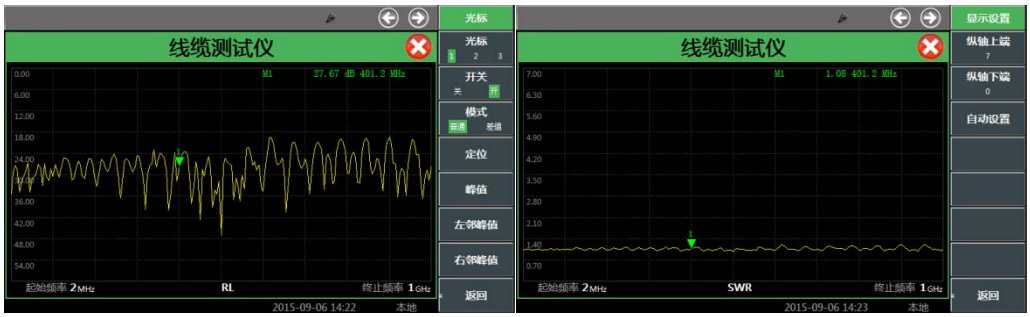

图 4.14　401.2MHz 下回波损耗和驻波比测试图
- 设置光标：选择右侧菜单[光标]软键，进入下一级菜单打开光标功能，便可查看该电缆在特定位置上的驻波比或者回波损耗情况。通过[开关]设置，可最多打开 3 个光标；对于光标的定位，既可以选中[定位]软键，拖动光标到理想的位置，也可以直接选中[峰值]、[左邻峰值]或者[右邻峰值]实现快速定位；[模式]软键可选择普通模式或者差值模式，后者可直观地对两个光标之间进行比较。例如电缆在 401.2MHz 频率下回波损耗为 28.79，驻波比为 1.08，如图 4.14 所示。